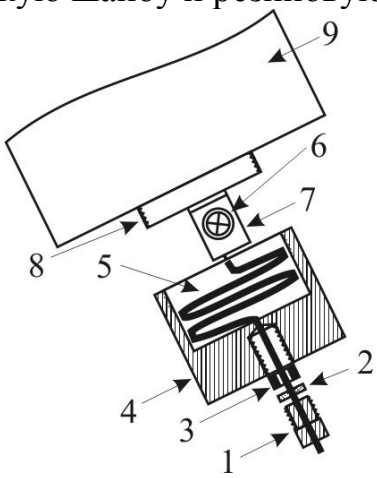
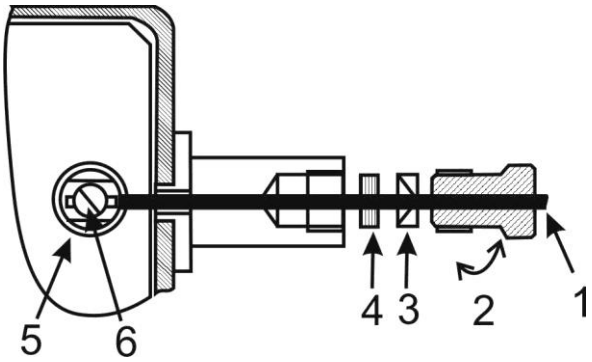

Рис. 10.29
рис. 10.30
10.4.1 Подготовку и ввод ВП и НП в БПРД произвести, руководствуясь рис.10.30. Конец провода (ВП или НП) на 10 мм освободить от изолирующего слоя, скрутить жилы и опаять. Выкрутить гайку втулку 1 (БПРД), извлечь коническую шайбу 2 и резиновую втулку 3, отвернуть защитный колпачок 4. Извлеченные детали установить на провод 5 в указанном на рис. 10.29 порядке. Допускается не устанавливать коническую шайбу и резиновую втулку. Вывернуть на несколько оборотов винт 6 контакта ВП (НП) 7 прижимная шайба при этом должна отодвинуться от поверхности контакта, освободив место для облуженной части провода 5. Завести облуженную часть провода 5 в отверстие под шайбу контакта 7. Удерживая провод 5, закрепить его с помощью винта 6, нанести смазку на зачищенные части ВП и НП, винты и шайбы 6, при помощи которых крепятся ВП и НП, уложить излишки провода спиралью в защитный колпачок как показано на рисунке и завернуть его до упора. Завести резиновую втулку 3 и шайбу 2 в отверстие защитного колпачка, пропустить излишки провода в отверстие защитного колпачка 4. Закрыть колпачки 4 и завернуть гайку-втулку 1 до упора.
10.4.2 Подготовку и ввод ВП в БПРМ произвести, руководствуясь, рис.10.30. Конец провода на 10 мм освободить от изолирующего слоя, скрутить жилы и опаять. Открыть крышку БПРМ, вывернуть на несколько оборотов винт 6 контакта “ВП”, прижимная шайба при этом должна отодвинуться от поверхности контакта 5, освободив место для ввода облуженной части провода 1, вывернуть втулку 2, извлечь шайбу 3 и резиновую втулку 4. Извлеченные детали установить на провод 1 в указанном порядке. Ввести ВП через отверстие втулки ввода в корпус, завести облуженную часть провода 1 под шайбу контакта 5. Удерживая провод 1, закрепить его с помощью винта 6, завести резиновую втулку 4 и шайбу 3 в отверстие втулки и завернуть гайку-втулку 2 до упора.